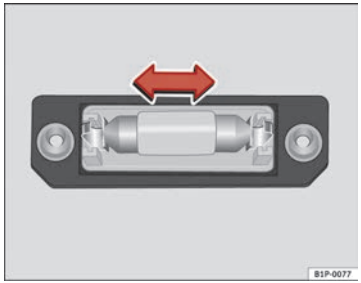

Fig. 166 Changing bulb
– Remove the bulb, moving it in the direction of the arrow and outwards ⇒ Fig. 166.